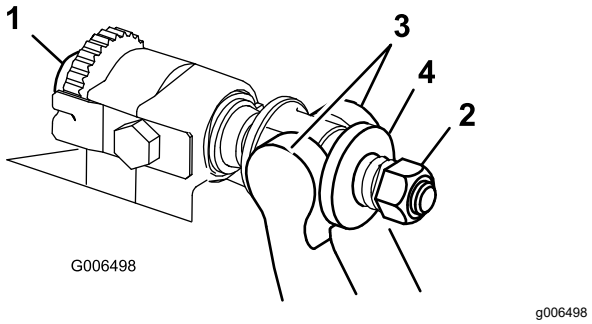

Рисунок 29
1. Поворачивайте винты регулировки планки неподвижного ножа против часовой стрелки, чтобы отодвинуть неподвижный нож от барабана (Рисунок 29).
2. Отверните гайку затяжки пружины, чтобы ослабить давление шайбы на планку неподвижного ножа (Рисунок 29).